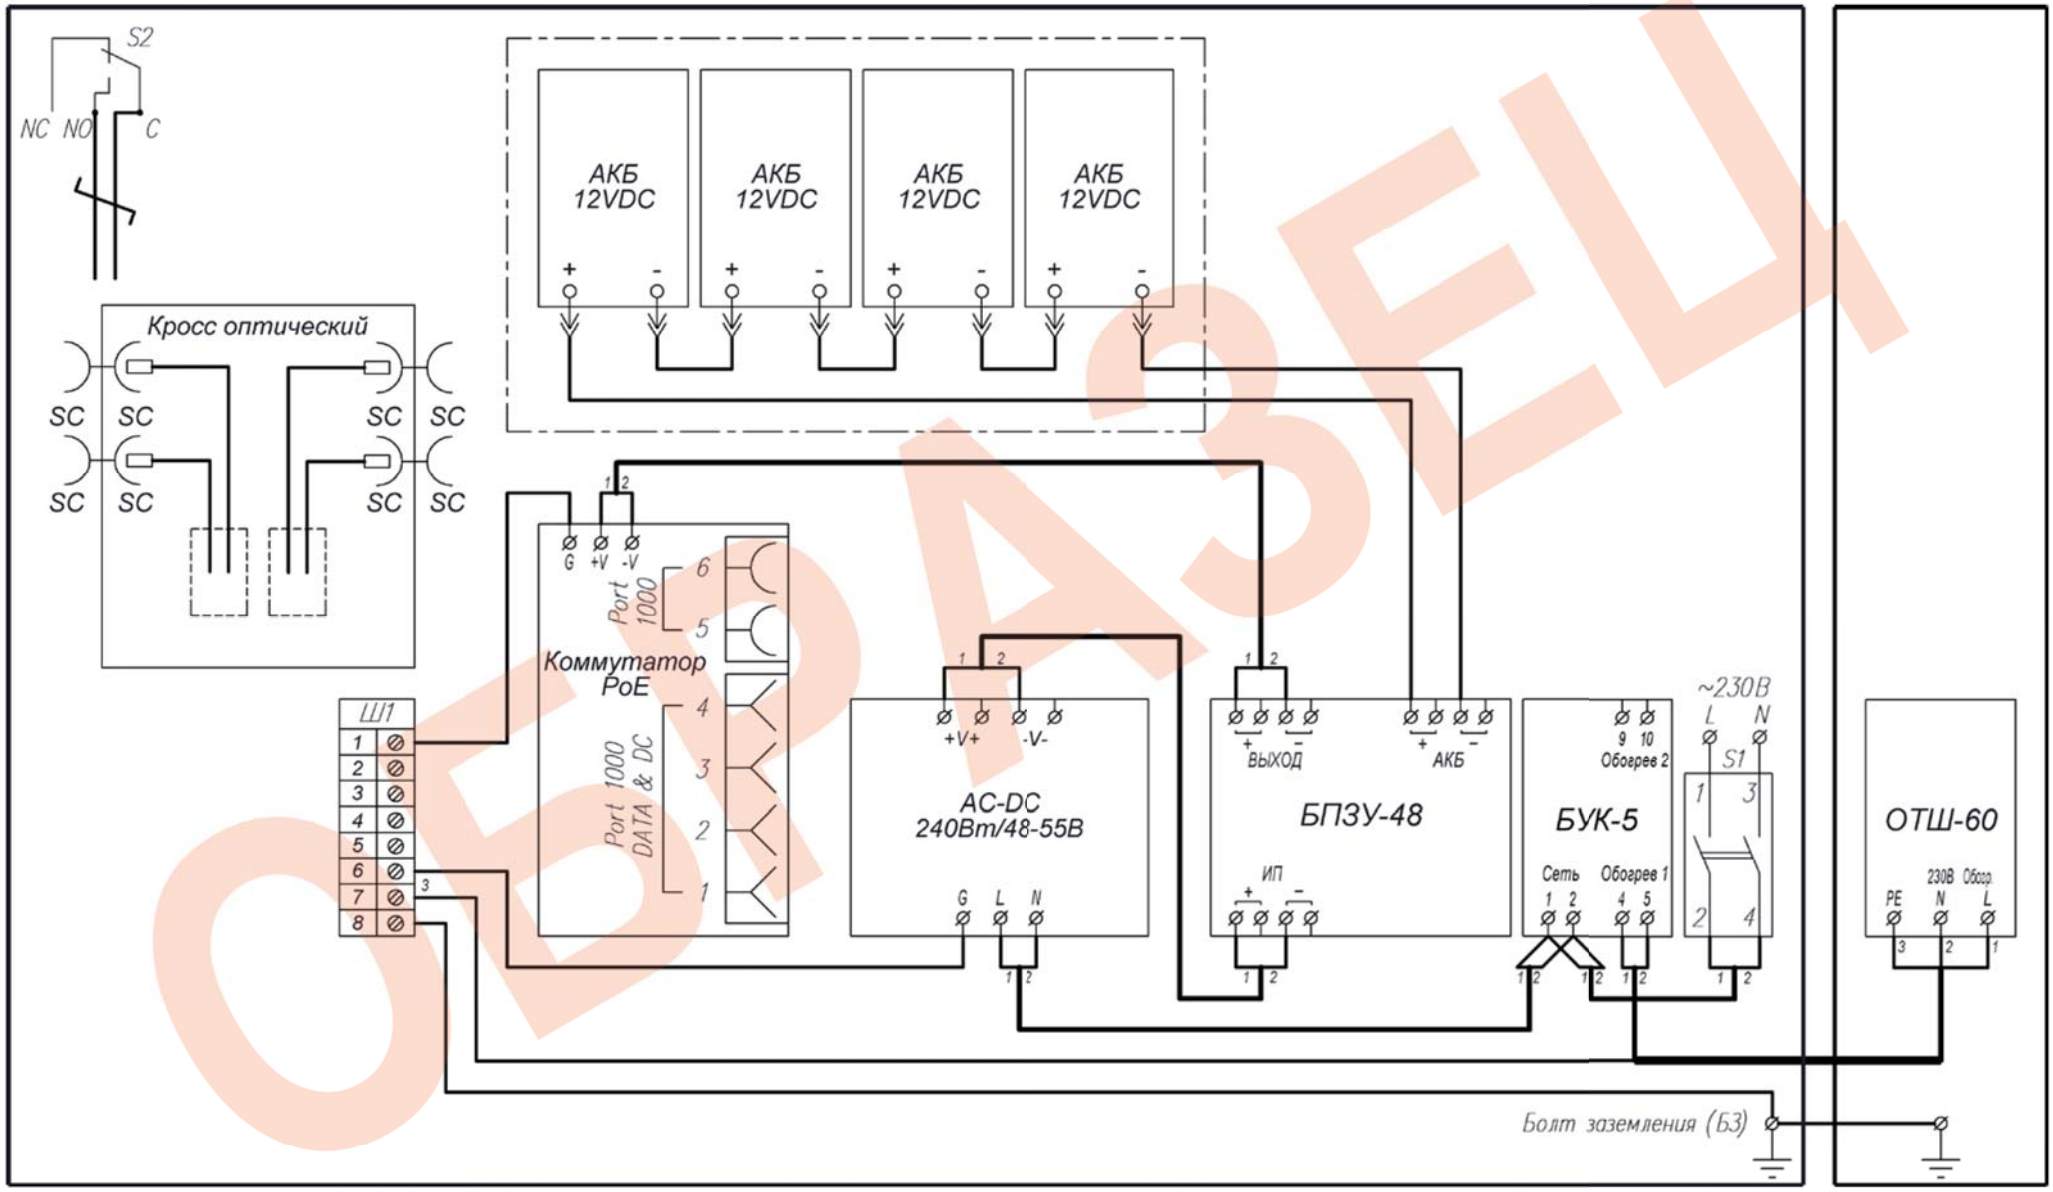

Рис.1 Схема электрическая принципиальная
1. Заземлить изделие при помощи болта заземления (БЗ) (рис.1).
4. Подключить АКБ к БПЗУ-48 согласно схеме (рис.1).
7. Подключить кабель питания к входу автомата питания S1 (сечение подключаемых проводов до 25 мм²), при этом фазный провод (L) соединить с контактом 1, нулевой провод (N) с контактом 3.